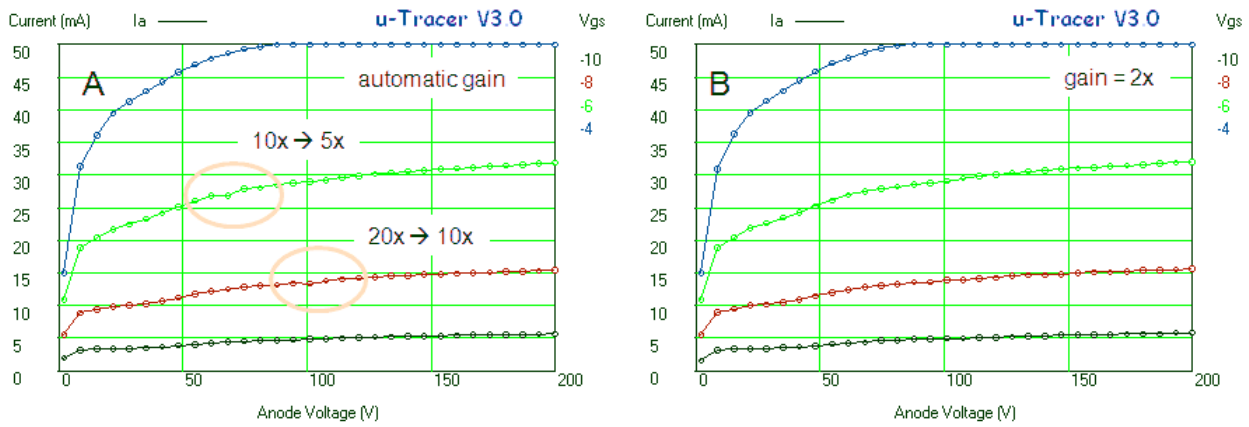

Abbildung 3.3.1 Ein Ia (Va) -Diagramm für Vg = -10 V, -8 V, -6 V, -4 V und Vs = 200 V.
• Obwohl die Verstärkungen der PGAs ziemlich genau sind, ist es dennoch möglich, dass kleine Abweichungen von der idealen Verstärkung in verschiedenen Bereichen zu kleinen Einbrüchen und Unebenheiten im Diagramm führen, wenn der Algorithmus den Bereich in der Mitte eines Diagramms ändert. Für die schönsten „Showbilder" kann es daher am besten sein, den Bereich manuell einzustellen (Abb. 3.3.1).